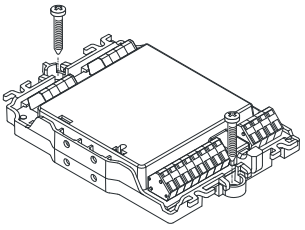

Fig. 2
- On a plane surface (Fig. 2)
5. Use two M3 x 12 screws to fit the module in the housing (Fig. 2).
1. Secure input/output module with two screws on a plane surface (Fig. 2).
- Auf einer planen Oberfläche (Fig. 2)
5. Montieren Sie den Baustein mit zwei Schrauben M3 x 12 im Gehäuse (Fig. 2).
1. Befestigen Sie den Ein-/Ausgabebaustein mit zwei Schrauben auf einer planen Oberfläche (Fig. 2).